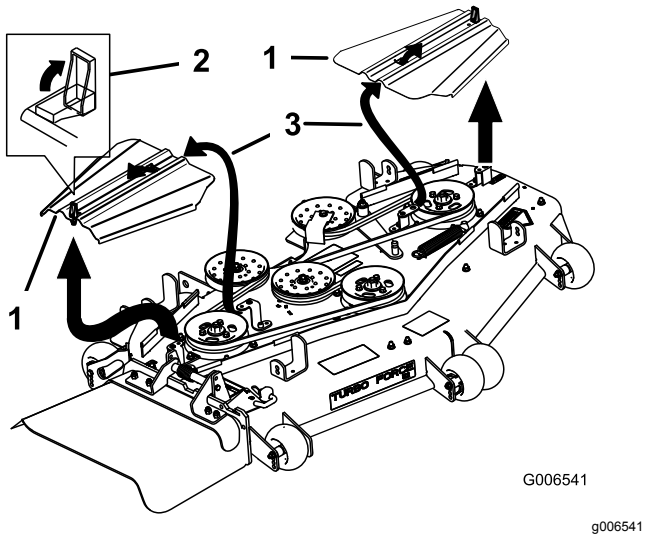

**Figuur 87**
5. Verwijder de aandrijfriemkappen (Figuur 87).